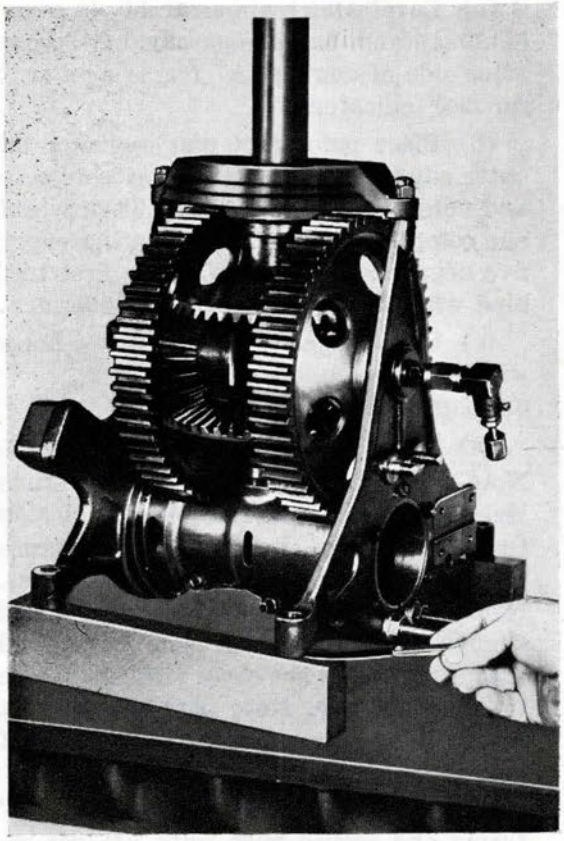

Figure 205
34. Rock gear-train assembly by hand several times. Note that legs on "A" frames are properly seated on parallel bars and that parallel bars are flush on surface plate, thus ascertaining that assembly is in proper alignment (Fig. 205). **(WE2A)**